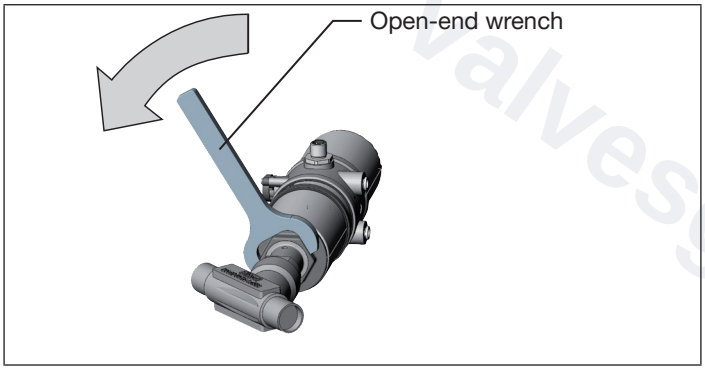

Fig. 23: Rotating with open-end wrench
- Only turn the actuator **in the specified direction** (see „Fig. 23“)!